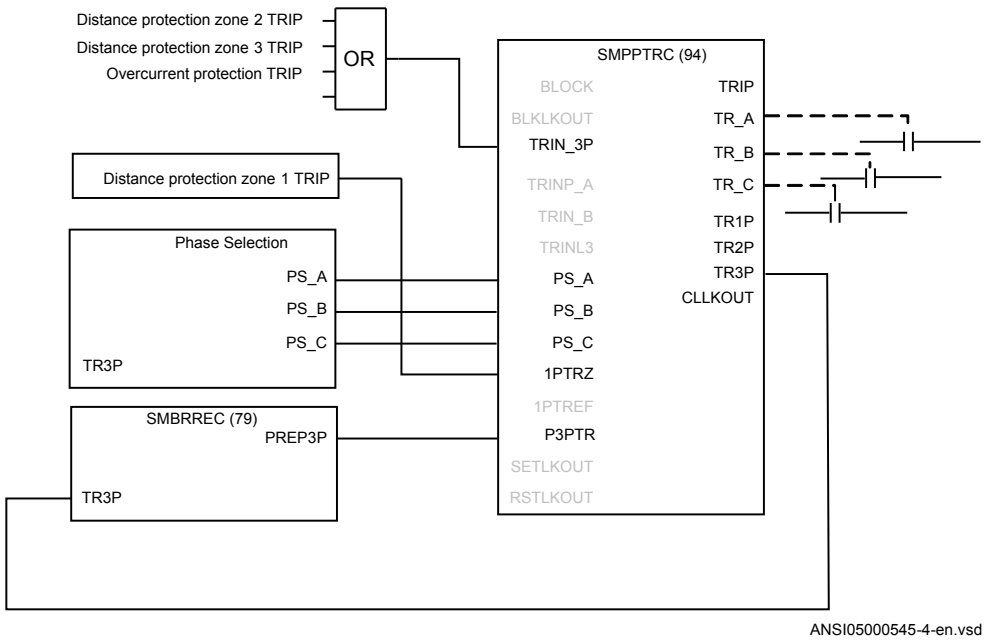

Figure 46: The trip logic function SMPPTRC (94) used for single-pole tripping application
The trip logic also has inputs TRIN_A, TRIN_B and TRIN_C where phase-selected trip signals can be connected. Examples can be individual phase inter-trips from remote end or internal/external phase selected trip signals, which are routed through the IED to achieve, for example SESRSYN (25), Breaker failure, and so on. Other back-up functions are connected to the input TRIN as described above. A typical connection for a single-pole tripping scheme is shown in figure 46.